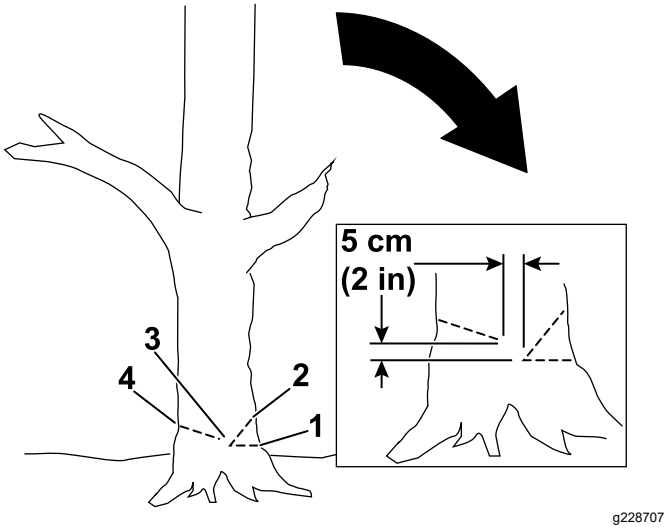

Figur 16
4. Foretag det første snit en tredjedel af vejen gennem træets diameter på den side, som du ønsker, træet skal falde til (Figur 16).
5. Lav et andet snit for at danne et hak, og begynd snittet mindst 5 cm over og væk fra det første snit (Figur 16).
6. Lav det bagerste snit fra den modsatte side af hakket og ca. 5 cm højere end bunden af hakket som vist i Figur 16.
Vigtigt: **Stop det tredje snit 2,5 til 5,0 cm fra hakket for at danne et hængsel mellem snittene (Figur 16), hvilket afholder træet fra at falde i den forkerte retning eller vride, når det falder.**
Bemærk: Når det bageste snit nærmer sig hængslet (Figur 16), bør træet begynde at falde.